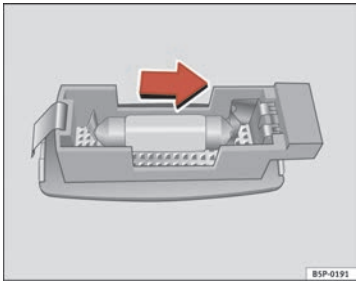

Fig. 203 Removing sunroof light
– Carefully remove the lamp, using the flat side of the screwdriver, as shown in the figure ⇒ fig. 203.
– Remove the bulb, moving it in the direction of the arrow and outwards ⇒ fig. 203. ■